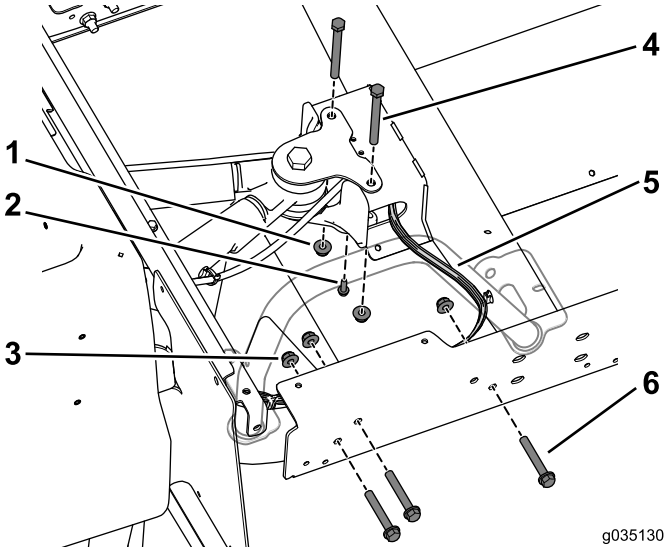

Figure 67
7. Remove the bolts and flange nuts that secure the swing arm mount to the center channel (Figure 67).